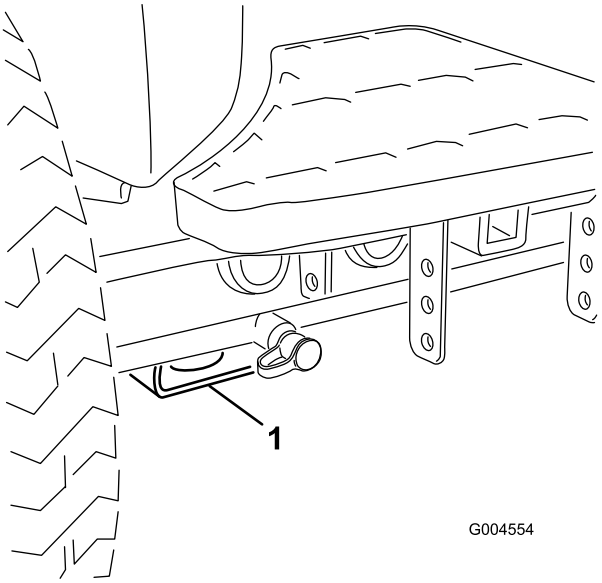

Figur 40
- Fram – fyrkantigt belägg under axelröret inuti båda framdäcken (Figur 40).